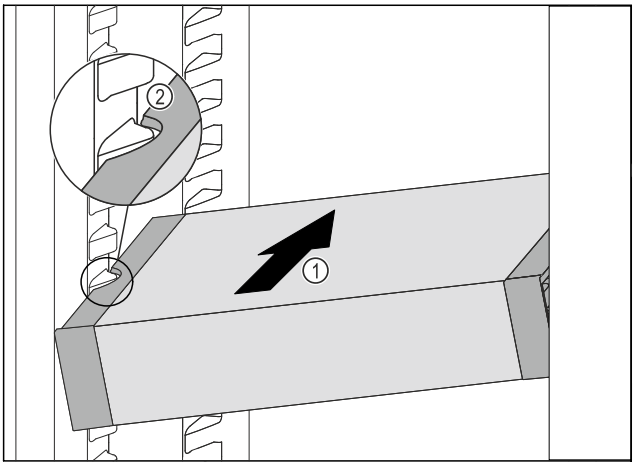

Fig. 167
▶ Împingeți VarioSafe oblic în frigider *Fig. 167 (1)*, până când degajările laterale *Fig. 167 (2)* ale VarioSafese află la înălțimea nervurii recipientului din frigider.